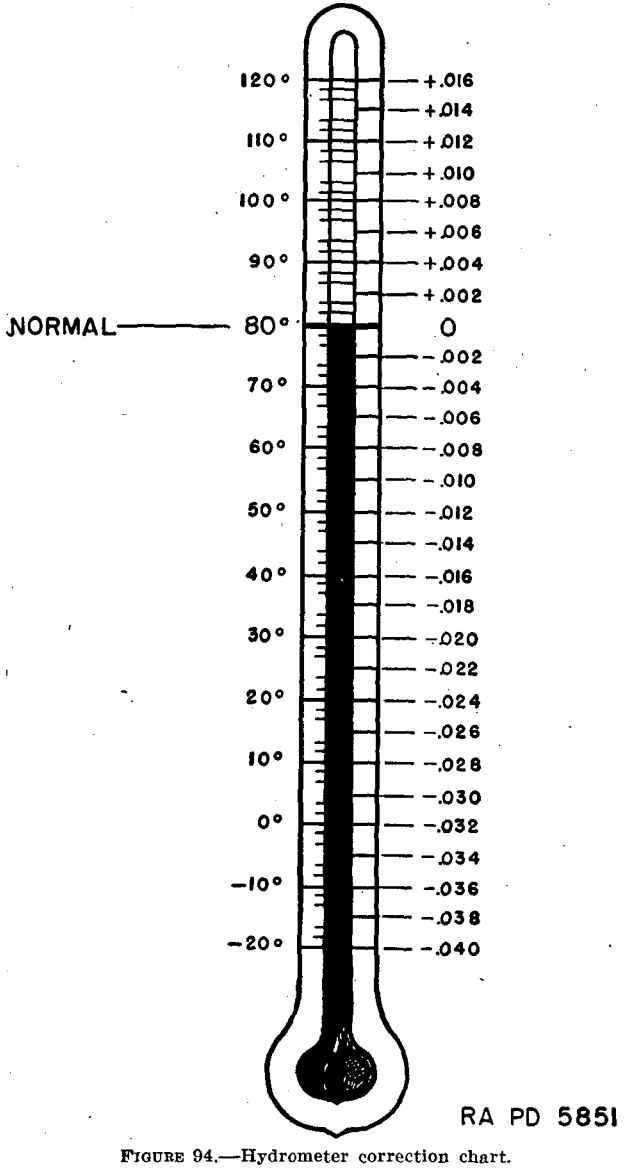

FIGURE 94.—Hydrometer correction chart.
(3) To determine the actual specific gravity of the electrolyte, it is necessary to check the temperature of the solution with a thermometer. If the temperature is normal (80° F.) the specific gravity reading will be correct. However, if the temperature is above or below 80° F. it will be necessary to make an allowance to determine the actual specific gravity. This is due to the fact that the liquid expands when warm and the same volume weighs less than when it is at normal temperature. The reverse is also true and when the temperature is below normal or 80° F. the liquid has contracted and the same volume weighs more than it does when normal. The correction chart (fig. 94) shows the figures to be used to make these corrections. For example, when the specific gravity as shown by the hydrometer reading is 1.290 and the temperature of the electrolyte is 60° F., it will be necessary to substract eight points or 0.008 from 1.290 which gives 1.282 as the actual specific gravity. If the hydrometer reading shows 1.270 at a temperature of 110° F. it will be necessary to add 12 points or 0.012 to the reading which gives 1.282 as the actual specific gravity.